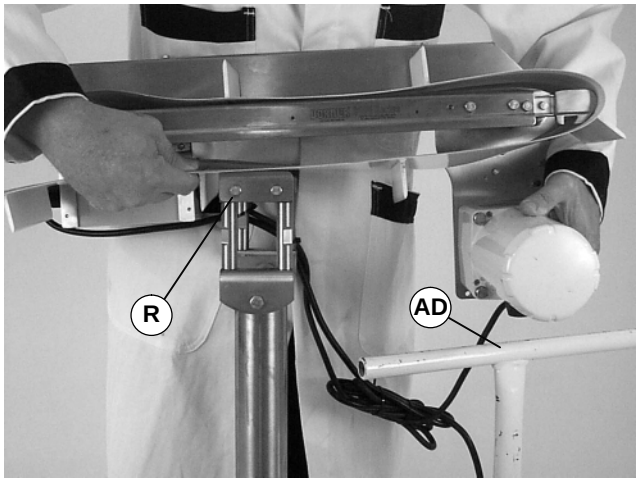

Abbildung 22
Das Gewicht des Getriebemotors liegt ganz auf einem Ende des Förderers. Dies könnte dazu führen, daß er von den Tragstützen kippt, wenn die Montageklemmplatten gelöst werden. Für Abstützung (AD siehe Abbildung 22) unter dem Getriebemotor sorgen, während der Gurt ausgewechselt wird.
6. Das Förderband vorübergehend am Montagesatz für Getriebemotoren stützen (AD siehe Abbildung 22).